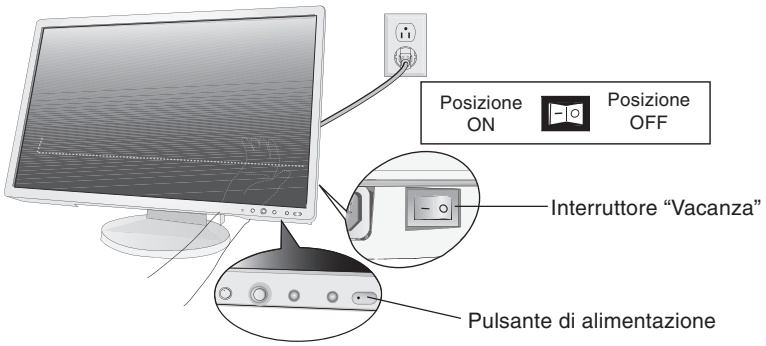

Figura E.1
8. Collegare il cavo di alimentazione alla presa di alimentazione (**figura E.1**).
9. L’interruttore “Vacanza” sul lato posteriore del monitor, accanto alla presa c.a., deve essere acceso. Accendere il monitor con il pulsante di alimentazione frontale e successivamente il computer (**Figura E.1**).